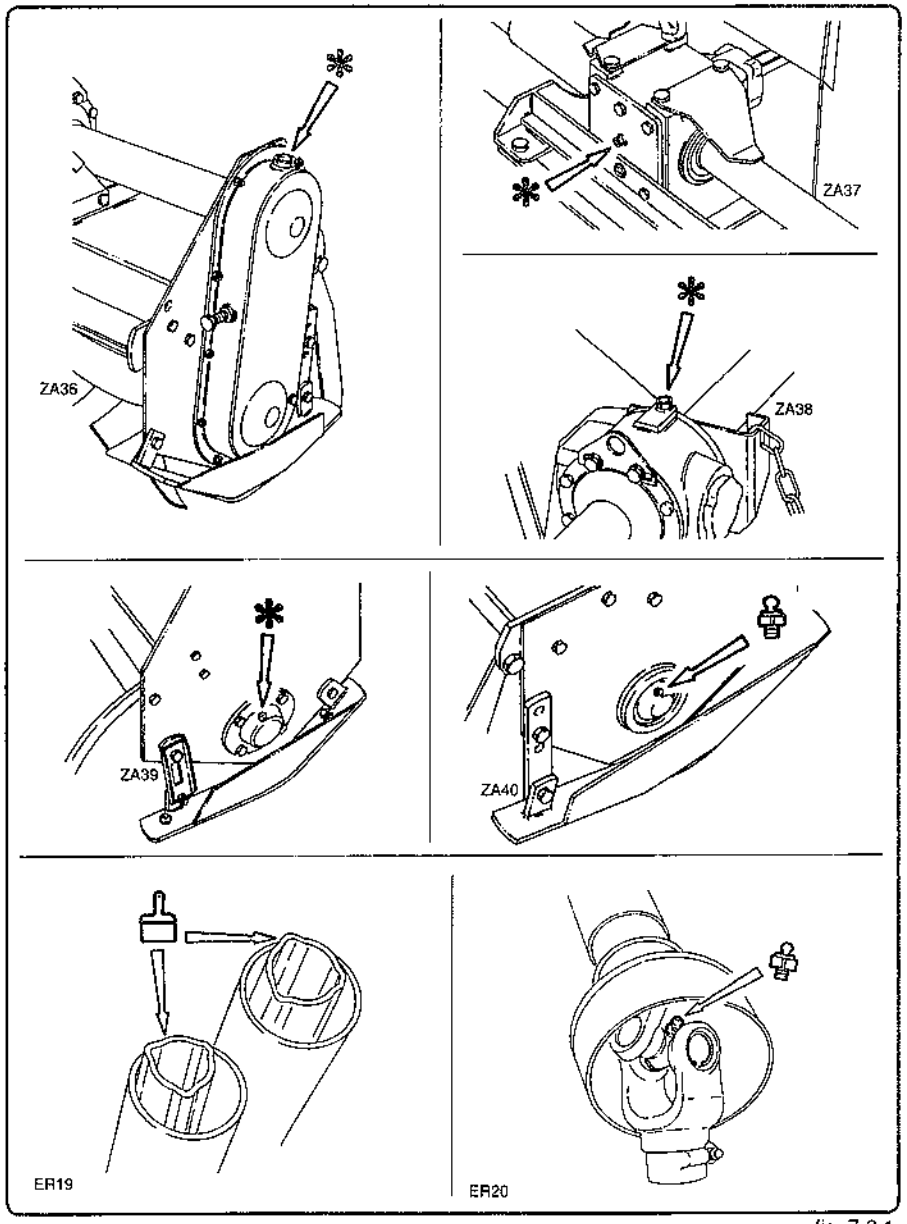

fig. 7.6.1
7.6 - Lubricating and greasing points fig. 7.6.1 and 7.6.2
7.6 - Points de lubrification et de graissage fig. 7.6.1 et 7.6.2